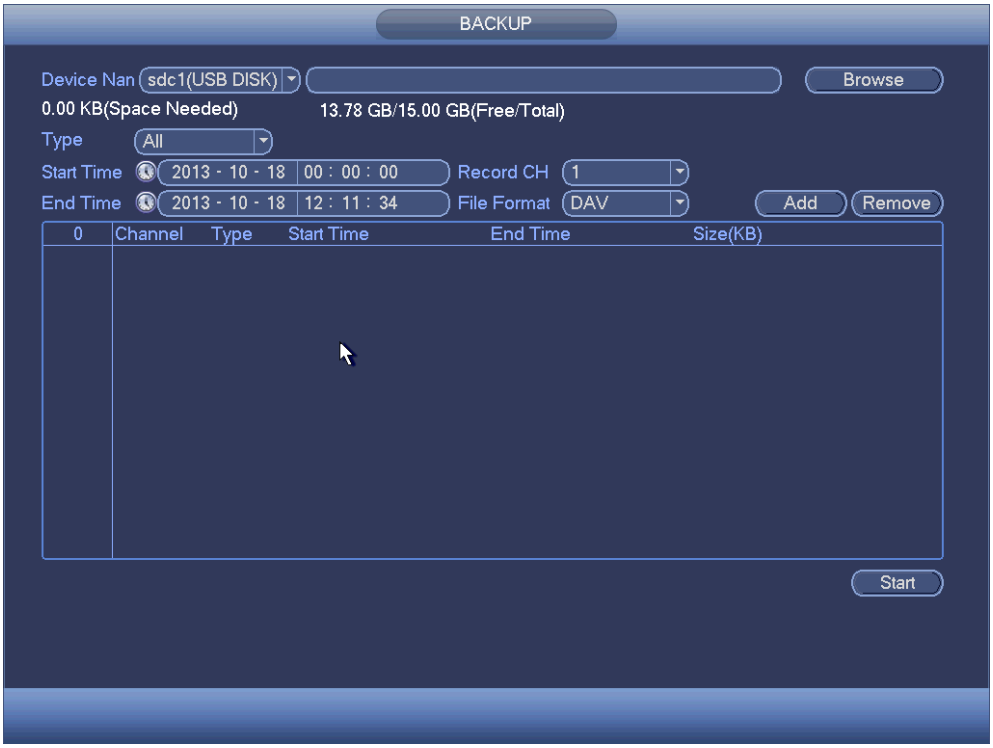

Figure 4-86
b) From Main menu->Backup, you can go to the Backup interface. See Figure 4-86